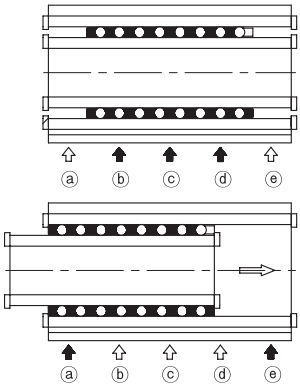

Figure 5. Procedure of fastening an adjustment bolt
4) Place the roller cage at the center as shown in Figure 5. Fasten the adjustment bolt with a torque wrench until the dial gauge shows a certain amount of displacement that represents an allowable preload level. Fasten the mounting bolt of the race rail ☐ completely.